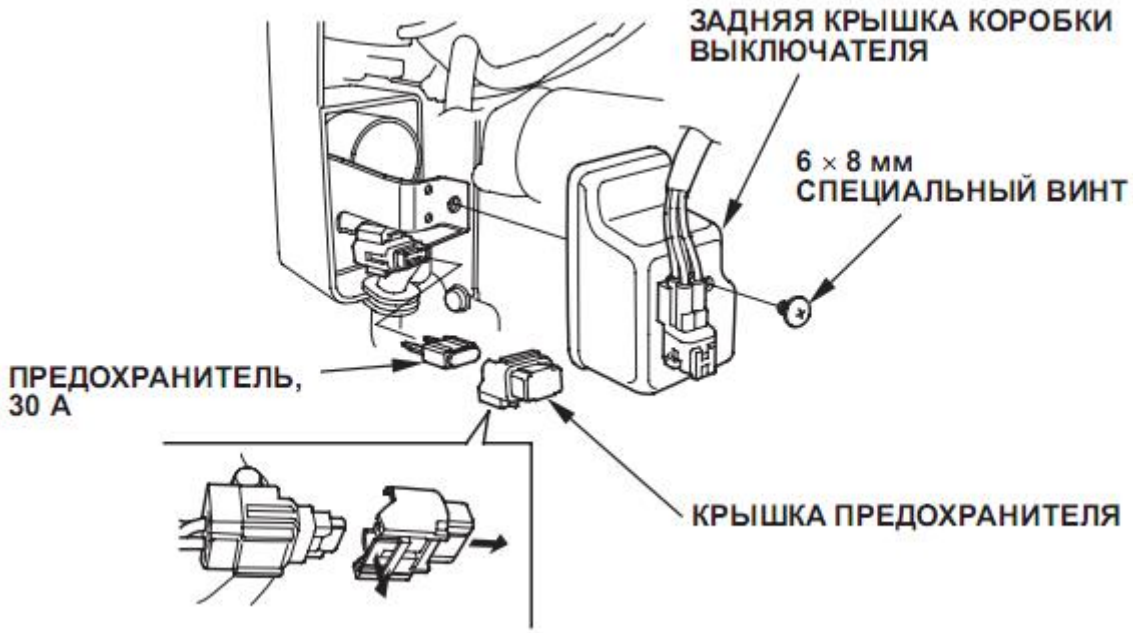

Рис. 5
1. Отсоедините разъем провода и снимите кабели со стяжного хомута для многожильных кабелей (рис. 5)